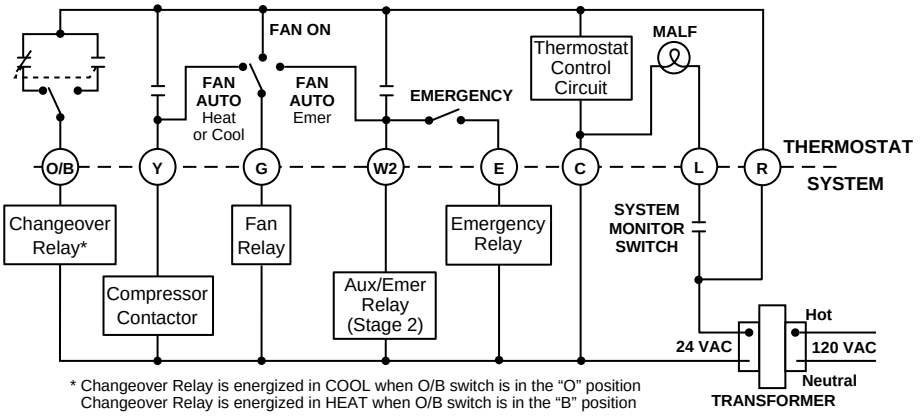

Figure 3. Typical wiring diagram for single transformer systems
5. Check that the SYSTEM switch is in the **OFF** position. Connect wires beneath terminal screws on base using appropriate wiring schematic (see figs. 3 through 5).